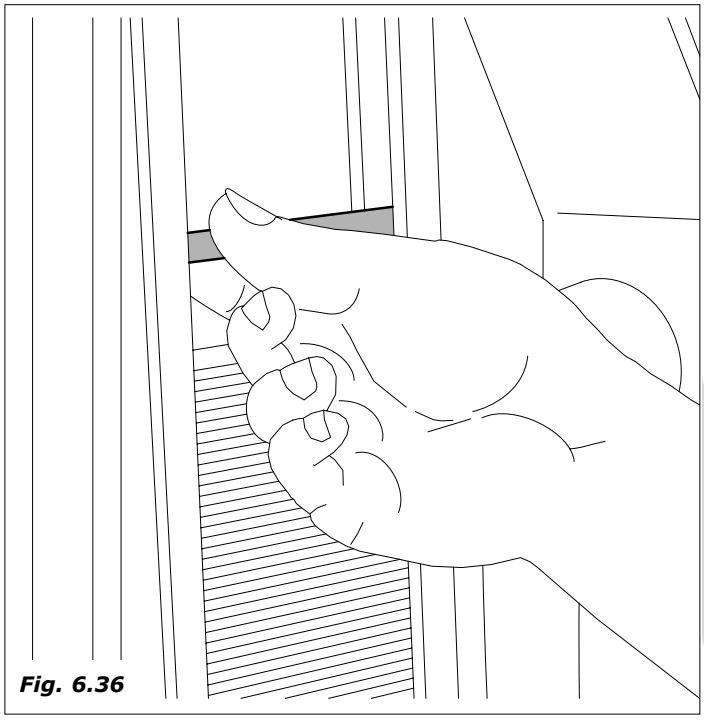

Fig. 6.36
- Levar a culherzinha em posição (*Fig. 6.36*)